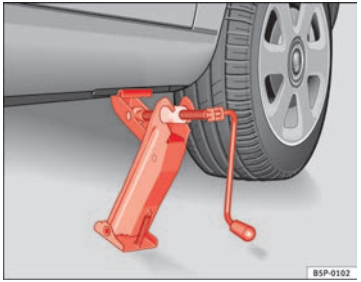

Fig. 172 Fitting the jack
– Align the jack so that the arm of the jack fits around the rib under the door sill and the movable base plate of the jack is flat on the ground ⇒ Fig. 172.